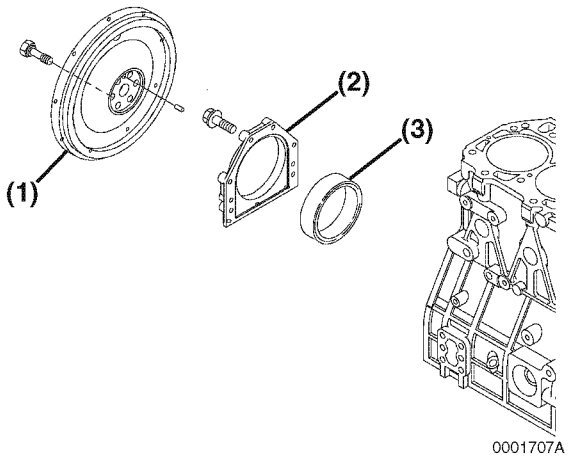

Figure 6-104
1. Remove the flywheel **(Figure 6-104, (1))** from the crankshaft.
2. Remove the bolts from the rear oil seal assembly **(Figure 6-104, (2-3))**. Remove the assembly from the engine.